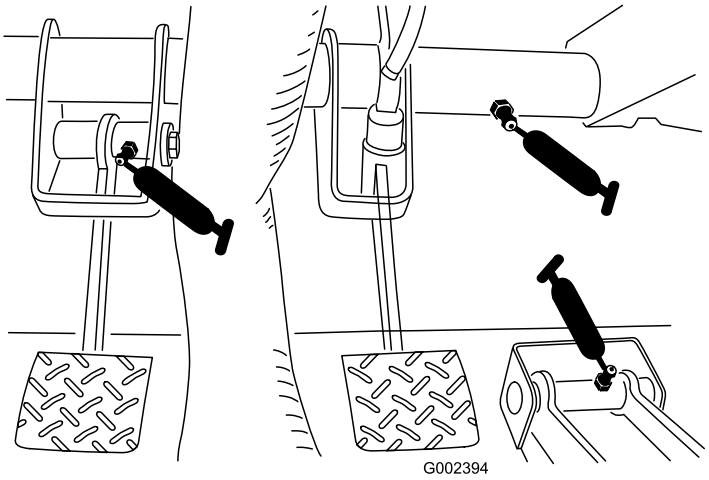

Figur 40
- Kobling (1), gaspedal (1), bremse (antal 1) (Figur 40)